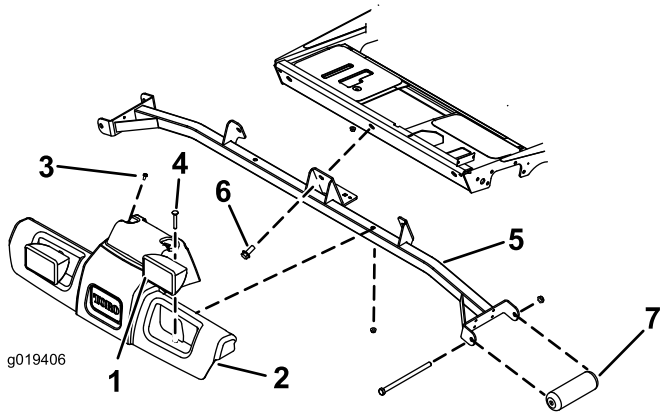

Figur 2
1. Koppla loss ledningskontakterna för strålkastaren från traktorenhetens kablage (Figur 2).
2. Ta bort de (2) skruvarna som fäster överdelen av plattformens skydd vid traktorenheten (Figur 2). Spara skruvarna.
3. Ta bort de (2) vagnskruvarna och muttrarna som fäster strålkastarna och plattformens stöd till stödenheten (Figur 2). Spara skruvarna och muttrarna.
4. Ta bort plattformens stöd från stödenheten(Figur 2).
5. Ta bort de (3) skruvarna som fäster stödenheten vid traktorenhetens ram (Figur 2). Spara skruvarna tills enheten ska monteras ihop igen.
6. Ta bort skruvarna och muttrarna som fäster de främre rullarna vid stödenheten (Figur 2). Spara skruvarna, muttrarna och rullarna, men släng stödenheten.
8. Montera stödenheten på traktorenhetens ram med de (3) skruvarna, som du tog bort tidigare (Figur 2).
9. Placera plattformens skydd och strålkastarenheten på stödenheten och traktorenheten och rikta in fästhålen (Figur 2).
10. Montera plattformens stöd och strålkastarna på stödenheten med skruvarna och muttrarna som du tog bort tidigare (Figur 2).
11. Montera den övre delen av plattformens skydd på traktorenheten med skruvarna som du tog bort tidigare (Figur 2).